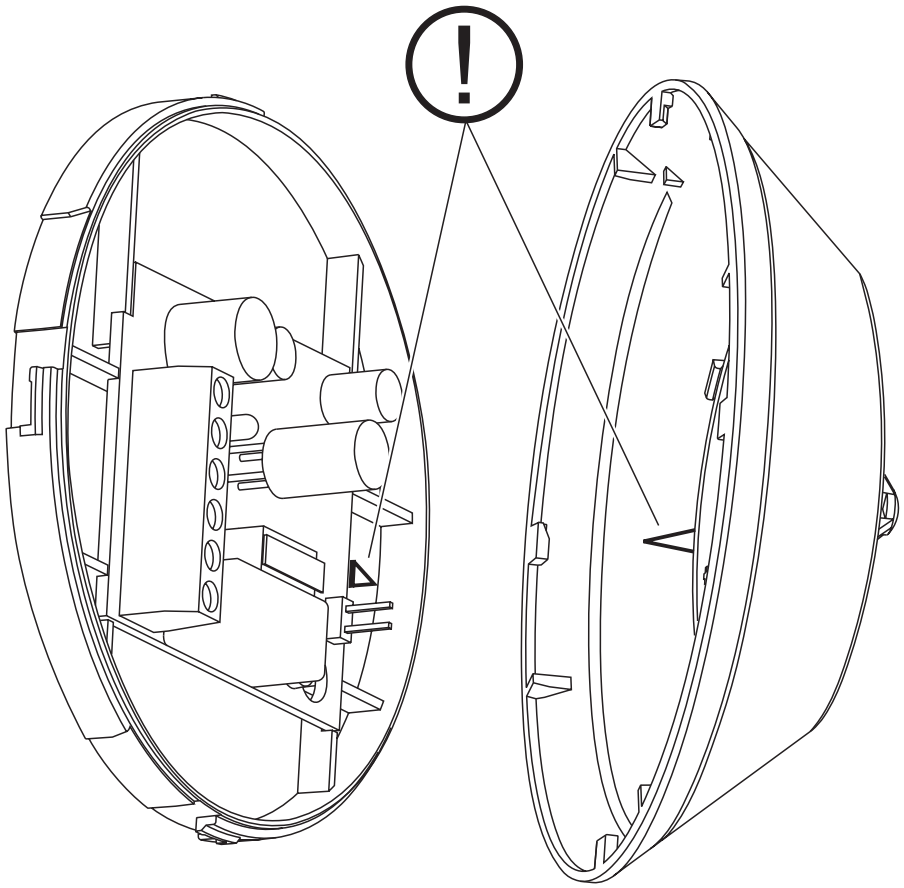

Рис. 3. Соответствующее положение меток при закрытии корпуса.
9. Закрыть корпус извещателя, убедившись, что метки на крышке и задней стенке корпуса совпадают (см.: Рис. 3).